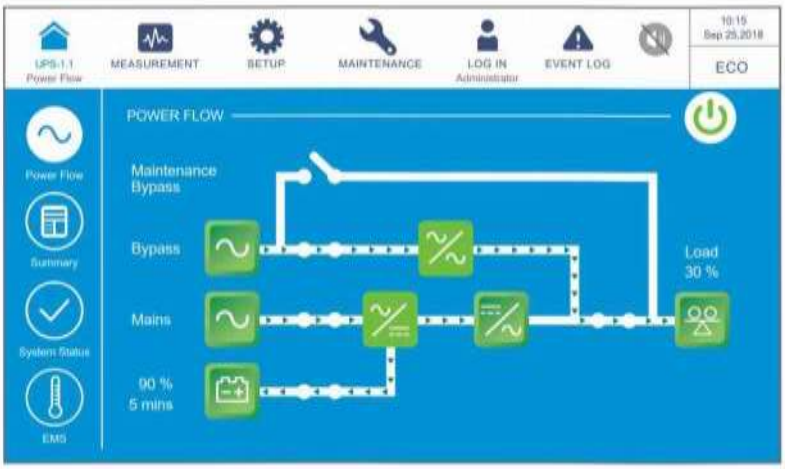

Рисунок 6-26: Экран ECO-режима
11) После выбора **'YES'** для запуска инвертора ИБП, каждый силовой модуль запустится и выполнит самопроверку. В это же время система начинает синхронизацию с байпасным источником переменного тока. После завершения самопроверки ИБП автоматически перейдет в режим работы от батарей. После того, как система подтвердит, что байпасное напряжение в норме, ИБП автоматически переключится в ECO-режим, чтобы обеспечить подачу питания с байпасного источника переменного тока (см. ***Рисунок 6-26).*** В этот момент трехцветный светодиодный индикатор загорается зеленым цветом, и появляется следующий экран. Расположение трехцветного светодиодного индикатора см. на ***Рисунке 2-11***.